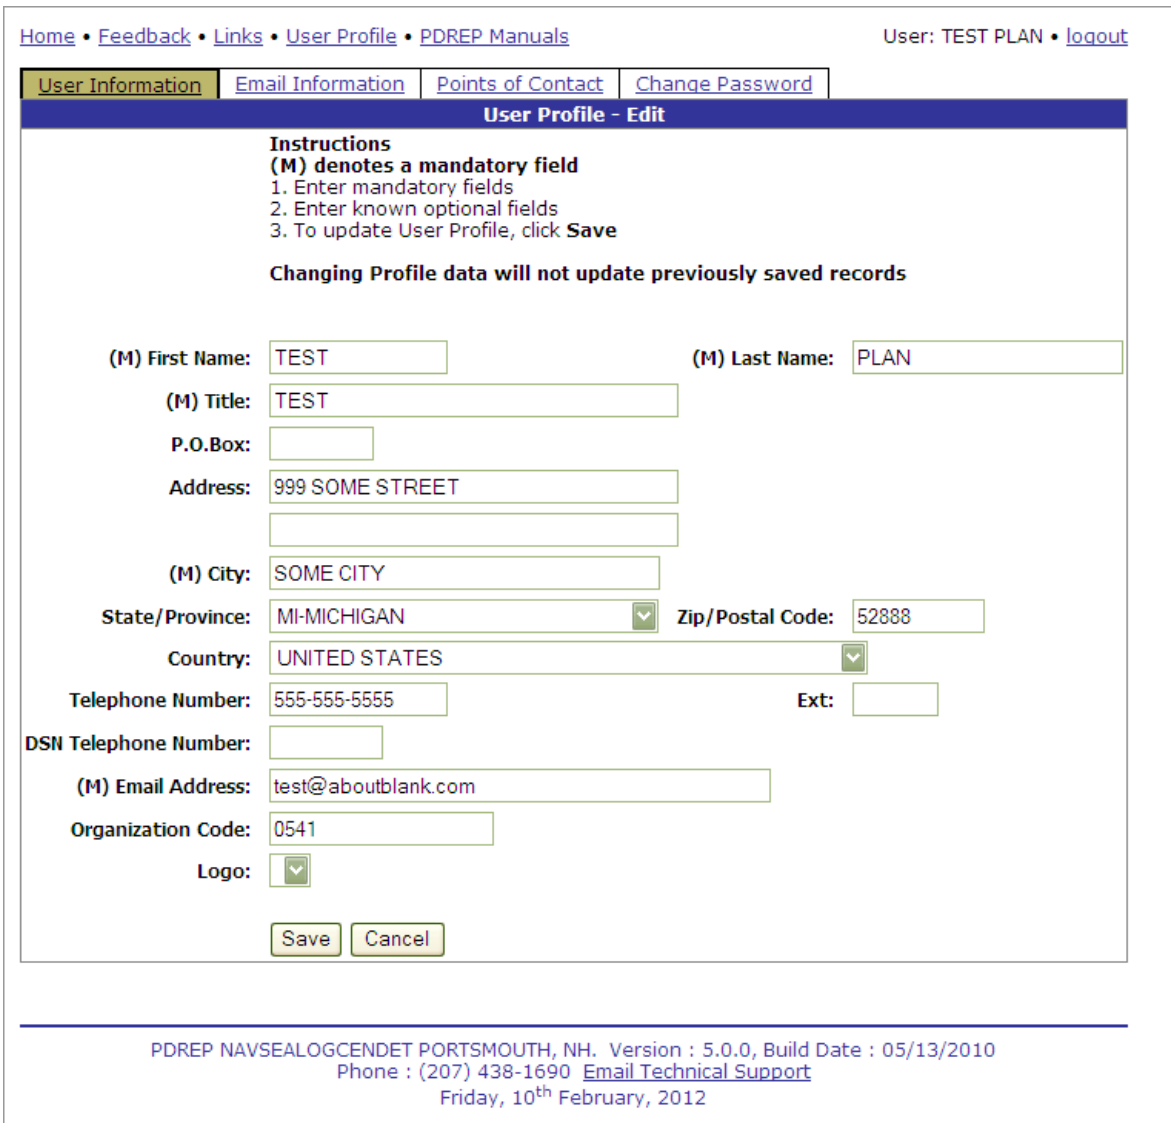

Figure 2.2
c. To edit or update any of this information, click on the "Click here" link above your contact information. The User Profile – Edit page will display (Figure 2.2).